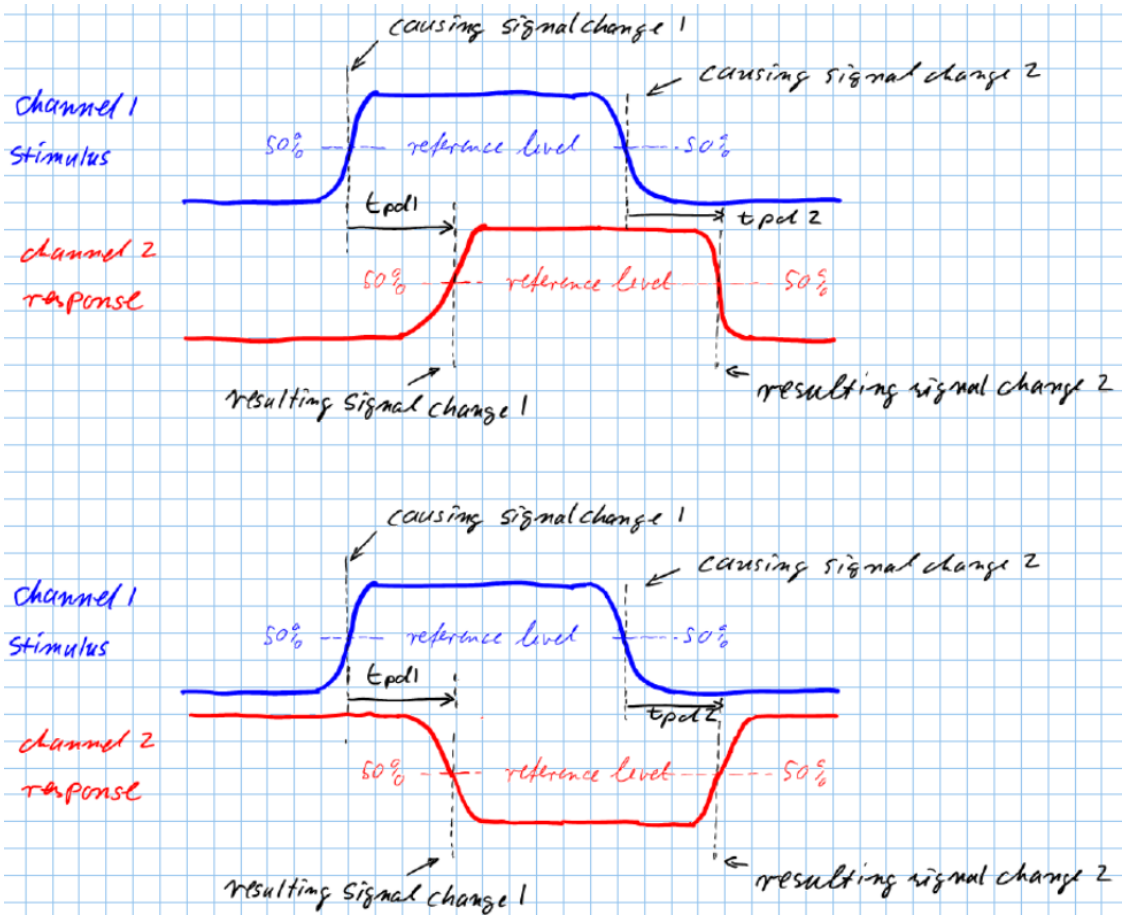

Fig. 9: Measurement of propagation delay t_{pd} upper part: non inverted case
- the propagation delay of a rising edge from gate input to gate output (regard definition of propagation delay as explained with Fig. 9)